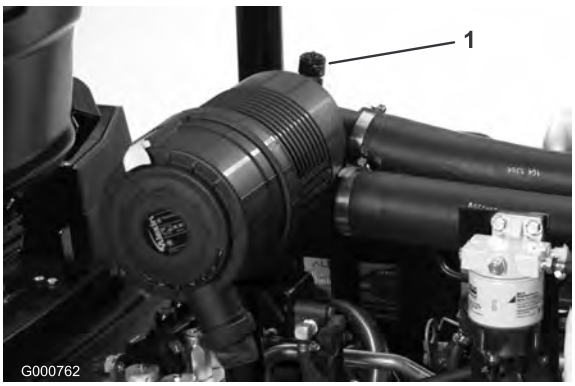

Bild 38
Warten Sie den Luftfilter nur, wenn die Wartungsanzeige dies angibt (Bild 38). Das frühzeitige Auswechseln des Luftfilters erhöht nur die Gefahr, dass Schmutz in den Motor gelangt, wenn Sie den Filter entfernen.
6. Stellen Sie die Anzeige (Bild 38) zurück, wenn sie auf Rot steht.